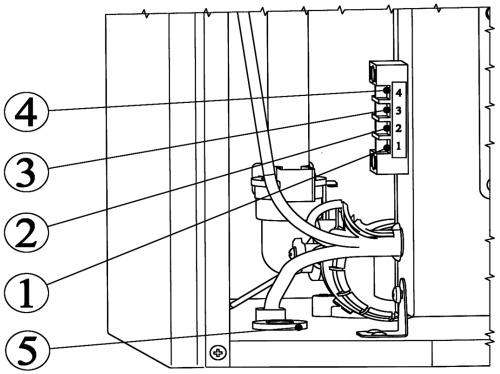

Рис. 11. Подключение дополнительных устройств
– удалить перемычку между клеммами 1 и 2 на колодке блока управления (рисунок 11);
– продеть двухпроводной кабель, идущий от термостата, через проходную муфту 5 в корпусе и подключите его к клеммам 1 и 2 (рисунок 11);
– продеть двухпроводной кабель, идущий от датчика, через проходную муфту 5 в корпусе и подсоедините его к клеммам 3 и 4 (рисунок 11);
– удалить перемычку между клеммами 1 и 2 (рисунок 11);